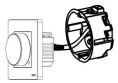

Fig 2
Step 2: Take out the smart thermostat to be installed, and connect the power supply according to the corresponding terminals marked on the back shell of the product. (See "Wiring" and Figure 2 for details).